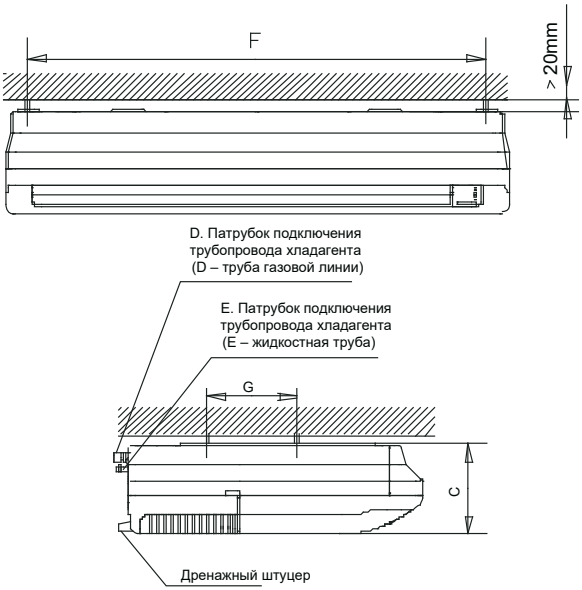

Рис. 4-13
- Навесьте блок на подвесной кронштейн, перемещая его назад. Крепко затяните монтажные болты с обеих сторон блока. (См. рис. 4-13).